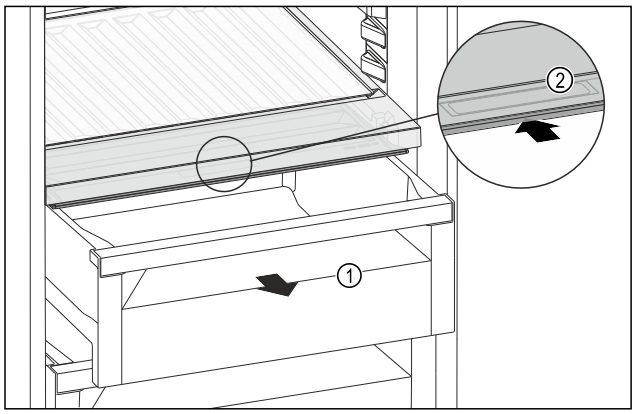

Fig. 163
▶ Извлеките выдвижной ящик *Fig. 163 (1)*.
▶ Возьмитесь за утопленную ручку *Fig. 163 (2)* на крышке отделения и одновременно введите крышку отделения назад.